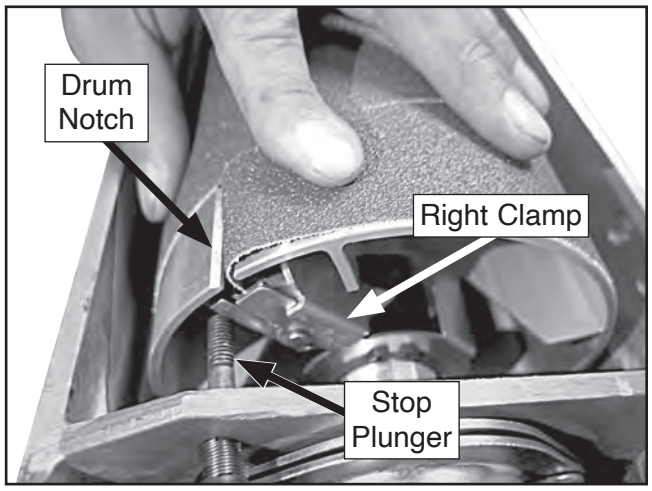

Figure 40. Location of stop plunger and right clamp.
3. To release sandpaper, rotate drum until right side drum notch faces upward (see **Figure 40**).
4. Press stop plunger to extend into end of drum (see **Figure 40**), then rotate drum against stop plunger with moderate force and remove sandpaper end from clamp.